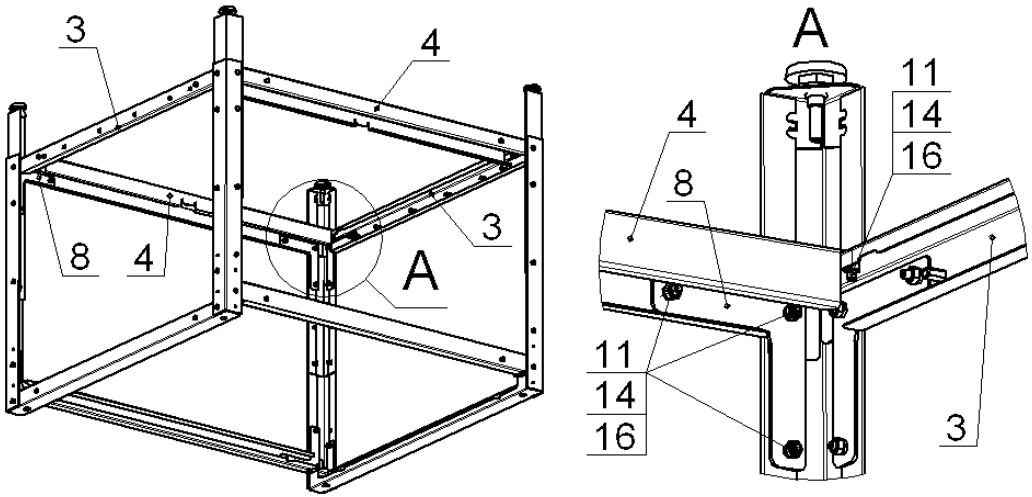

Рис.6
6. На профили лицевые, нижние, поз.3, положить профили боковые, нижние (939мм), поз.4 и закрепить их при помощи угольников, поз.8, болтов М6, гаек и шайб, поз. 11, 14 и 16, как показано на рис.6. Гайки не затягивать: